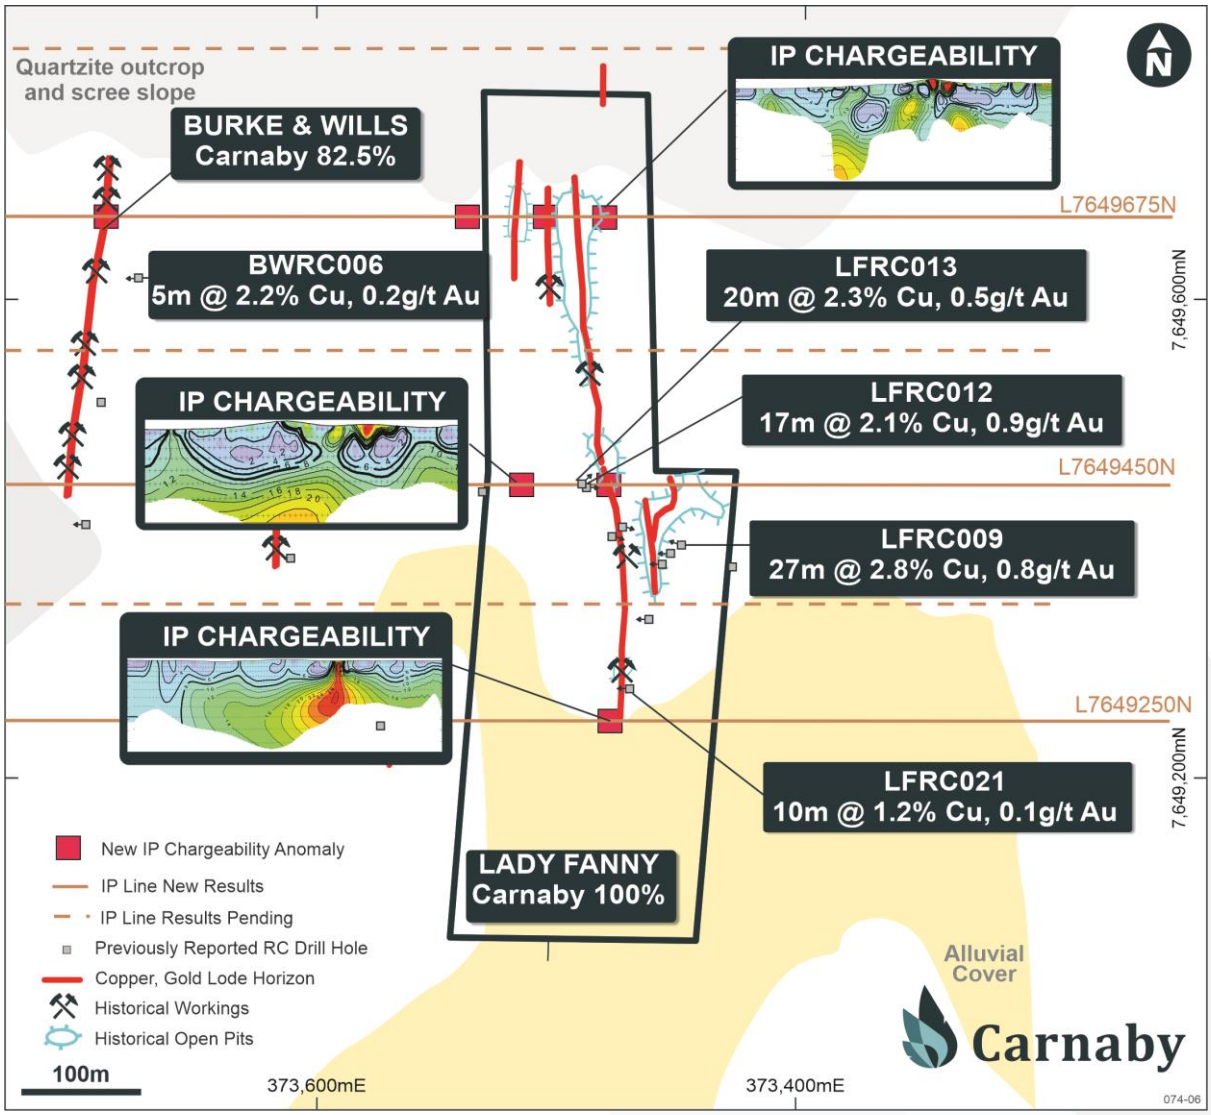
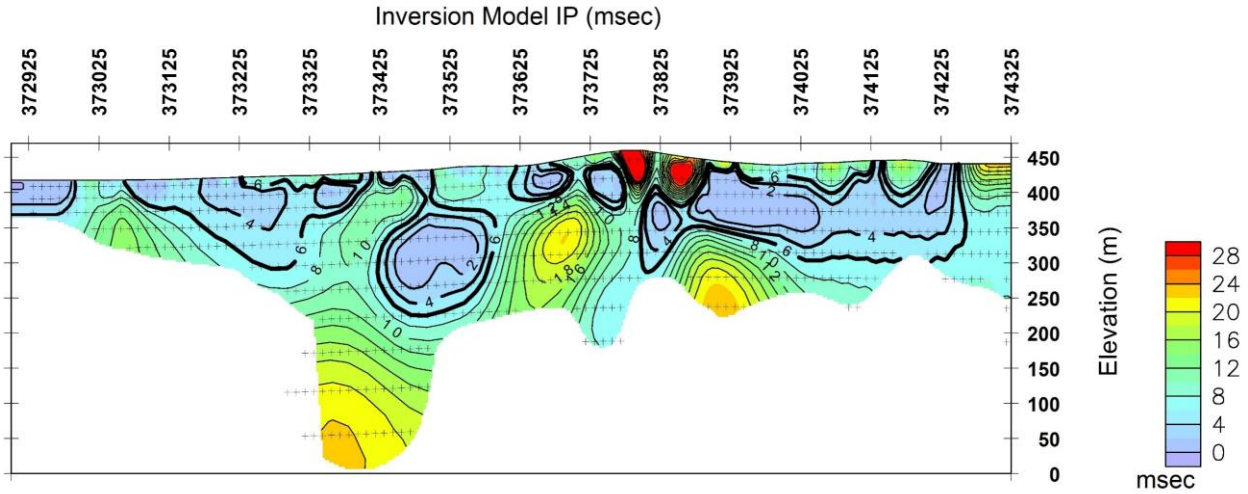

Figure 1. Lady Fanny Plan Showing new IP inversion chargeability anomalies.
Figure 4. IP line L7649675N chargeability inversion showing location of anomalies.
- **Induced Polarisation (IP) results have been received from the first three lines at Lady Fanny completed on ~200m spaced east-west traverses. Results from a further three IP lines are awaited.**
- **The IP results have recorded several strong undrilled inversion chargeability anomalies of exceptional potential and completely open at depth and along strike (Figure 1, 2, 3 & 4).**
Results from the first three lines of IP at Lady Fanny have outlined several strong inversion chargeability anomalies across all three lines (Figure 1, 2, 3 & 4). Data from an additional three infill and extension IP lines have been received and inversion modelling of the data is underway and will be reported shortly. The IP lines were completed over 1.4km long east-west traverses covering the entire Lady Fanny to Burke & Wills lines of workings.
IP line 7649250N is the southern most IP line completed at Lady Fanny (Figure 1). This IP line is south of any previous drilling and is on the edge of where thin alluvial cover masks the southern strike potential of the main Lady Fanny Lodes (Figure 1 & 5).
IP line 7649675N was completed over the northern end of the Lady Fanny workings (Figure 1). No drilling at all has yet been completed in this area with the closest drill hole being 200m to the south which interested 20m @ 2.3% copper, 0.5g/t gold in LFRC013.
The results highlight two extremely strong and shallow chargeability anomalies on the edge of the historical workings with maximum modelled inversion chargeability's of 47 and 37 m/sec (Figure 4).
Of great interest is the IP inversion chargeability anomaly at about 100m depth at approximately 373700E (Figure 4). This anomaly appears to coincide with a similar magnitude IP chargeability anomaly on the IP line 7649450N, 225m to the south (Figure 1 & 3). It is not yet known whether this new chargeable zone approximately 100m west of the main Lady Fanny line of lode is a new parallel lode horizon and only future drilling will tell.
The three IP lines across the Burke & Wills line of lode, 400m west of Lady Fanny, in general were fairly subdued in the shallow depths with only a weak chargeability anomaly generated at shallow depths on IP line 7649675N (Figure 4). However, a strong deep chargeability anomaly was generated directly beneath the Burke & Wills lode at approximately 373400E and will be investigated with drilling in the future (Figure 4).